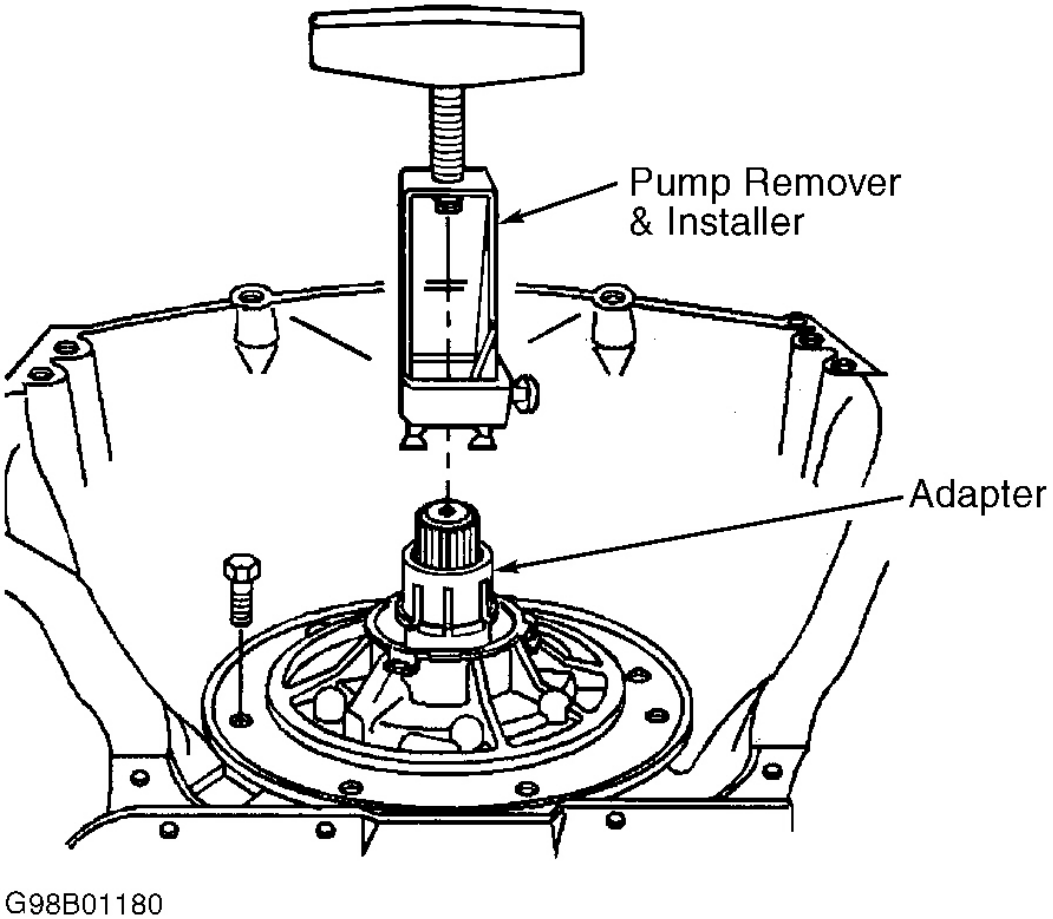

Fig. 15: Removing Oil Pump Assembly
1. Ensure TCC solenoid assembly and oil filter are removed before oil pump removal. Remove oil pump retaining bolts. Using Oil Pump Remover (J-37789-A) and Adapter (J-39119), pull oil pump assembly free from case. See **Fig. 15** .